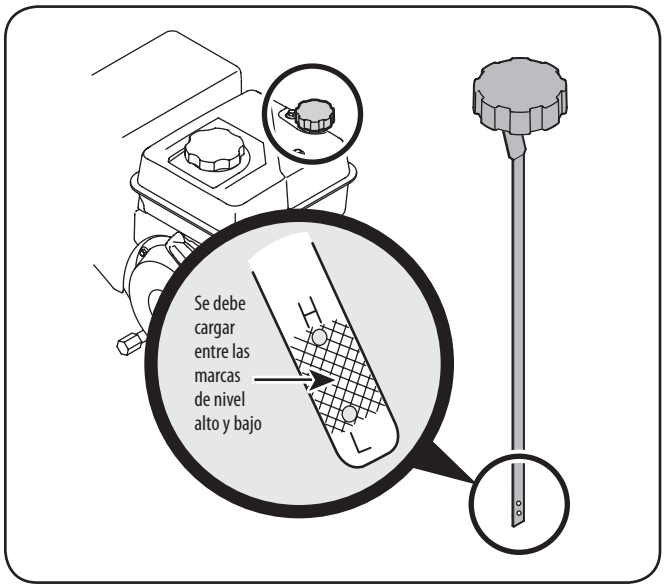

Figura 3-3
- Mantenga el nivel de aceite entre las marcas "H (lleno)" y "L (agregar)" de la varilla de medición del nivel. Vea la Figura 3-3.
1. Retire el tapón de llenado/varilla de medición de aceite y limpie bien la varilla. Vea la Figura 3-3.
3. Saque el tapón / la varilla de medición de aceite. Si el nivel es bajo, agregue lentamente aceite hasta que el nivel registrado esté en un punto intermedio entre alto (H) y bajo (L), Figura 3-3.